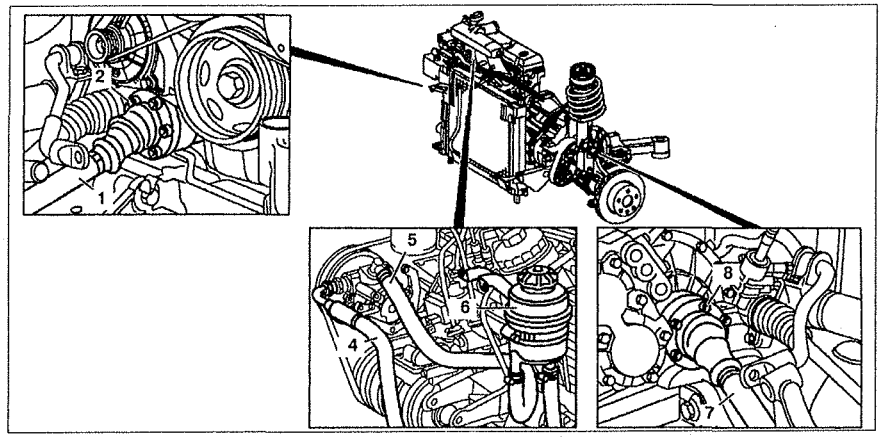

Рис. 4.7. Снятие двигателя:
35. Отсоедините полуоси **1** и **7** от фланцев и закрепите их сбоку (см.рис.4.7).